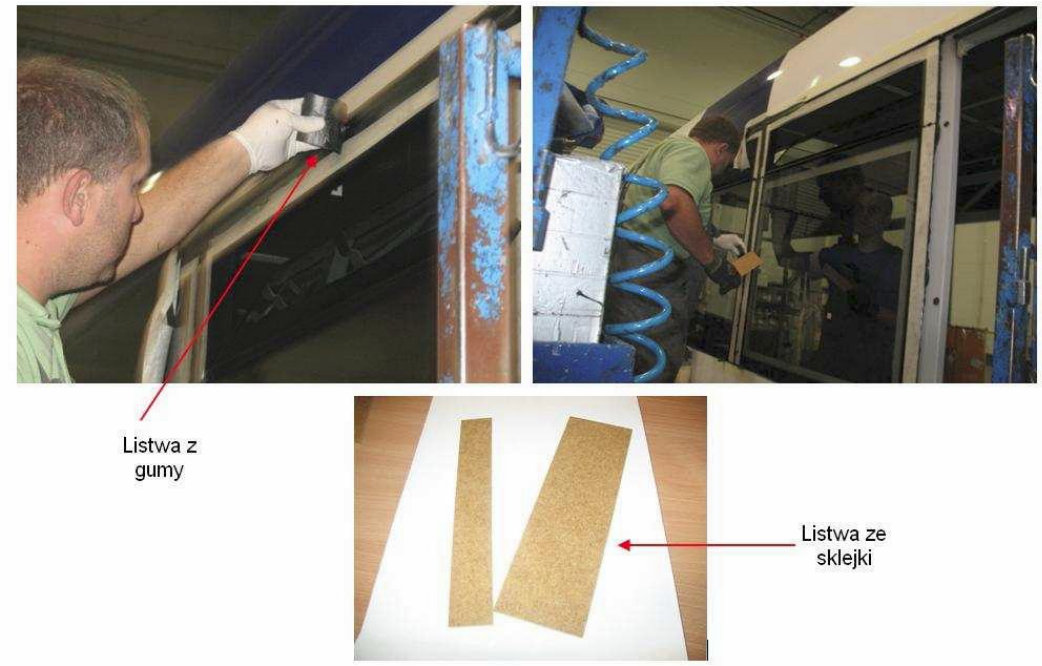

Rys.6 Usuwanie nadmiaru kleju za pomocą gumy i listwy ze sklejki.
- Przykleić taśmę mocującą PVC pod wnękami okiennymi ścian bocznych. Zadaniem taśmy jest ochrona warstwy lakieru przed zabrudzeniem (Rys.6);
- Po wklejeniu szyby usunąć nadmiar kleju (Rys.6).